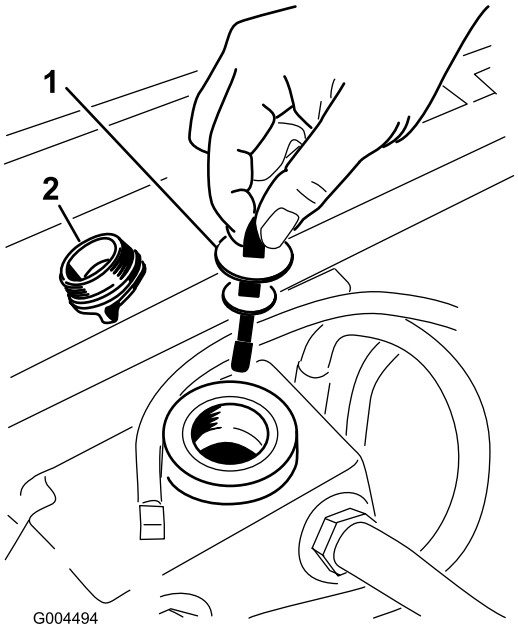

Rysunek 60
5. Odkręć korek wlewu zbiornika hydraulicznego z szyjki wlewu (Rysunek 60).
6. Wyjmij wskaźnik poziomu i wytrzyj go czystą szmatką (Rysunek 60).
7. Włóż wskaźnik poziomu do szyjki wlewu, a następnie wyjmij go i sprawdź poziom oleju (Rysunek 60).